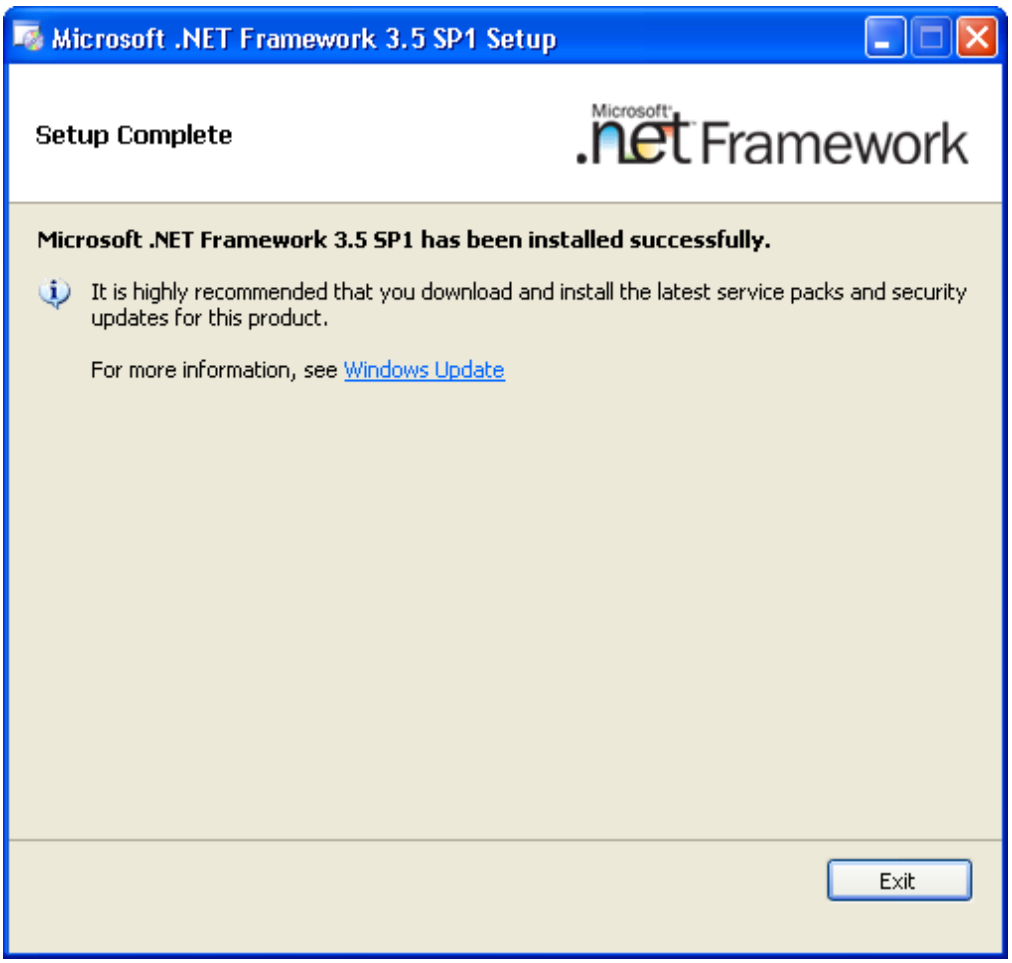

Figure 13.6-5 The "Microsoft .NET Framework 3.5 SP1" setup completion
Then «Microsoft .NET Framework 3.5 SP1» setup complete dialog window will be displayed (Figure 13.6-5).
7. Click Exit button to complete the setup process (Figure 13.6-5).